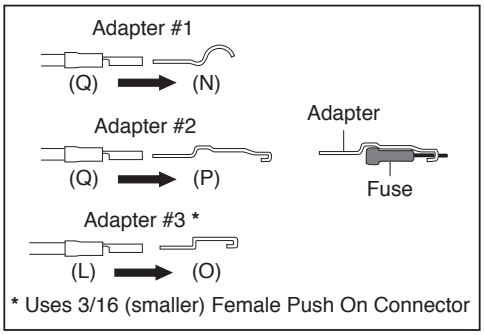

fig. 15
c. Connection to the fuse terminal will depend on what type of fuse your vehicle uses. If your vehicle uses the barrel type fuse, use adapter #1. If you have the standard spade type fuses, use adapter #2. Many late model vehicles use a smaller spade type fuse which requires adapter #3 (fig. 15). If you use adapter #1 or #2 you will need to crimp on a 1/4” (14-16GA) female connector supplied in kit. If you use adapter #3 you will need to crimp a on 3/16” (14-16GA) female connector supplied in kit.